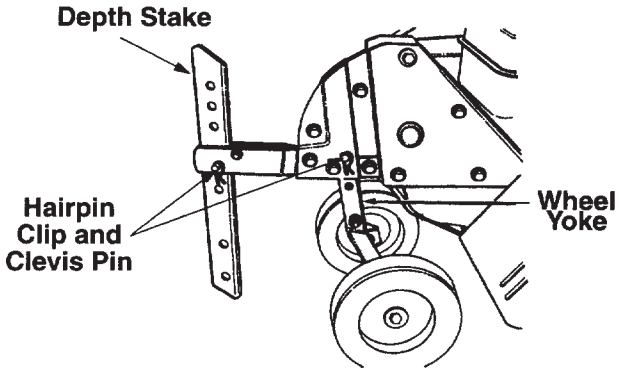

Figure 7.
The tiller is shipped with the wheels adjusted such that the unit sits level. While tilling, as the tines enter the ground and the front of the tiller lowers, the wheels must be raised to level the unit, which is essential for proper engine operation. This adjustment is made by removing the clevis pin and hairpin clip from wheel yoke, raising the wheels to the desired height, and replacing the clevis pin and hairpin clip. **(See Figure 7)**
2. **Depth Stake Adjustment:** The depth stake acts as a brake for the tiller and controls the depth and speed at which the machine will operate. Remove the clevis pin and hairpin clip to raise or lower depth stake. **(See Figure 7)**